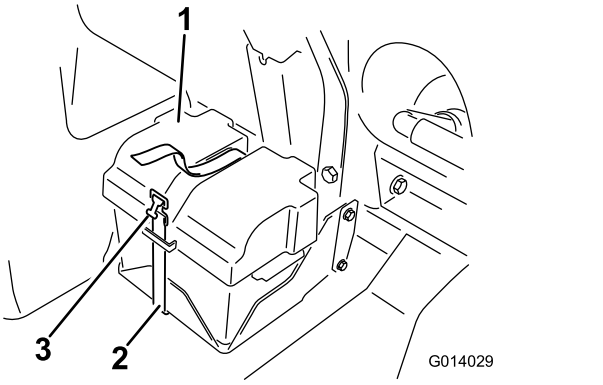
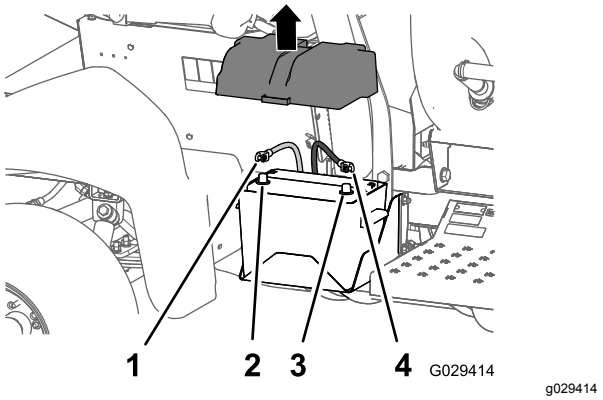

Figur 2
Figur 3
1. Afmonter batteridækslet, og frakobl det negative (sort – jord) kabel fra batteriets pol (Figur 2 og Figur 3).
2. Tag det røde positive kabel af batteriets pol (Figur 3).